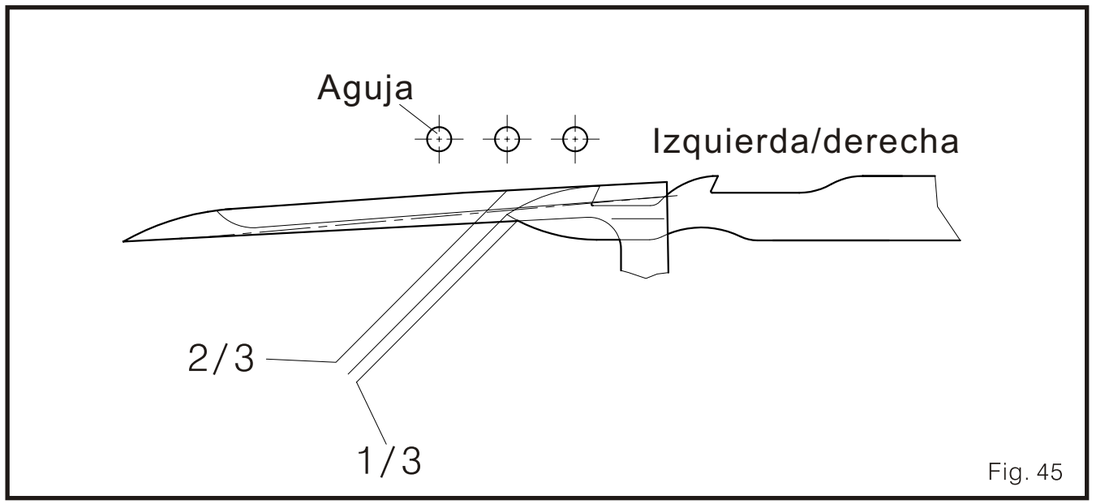

Fig. 45
(1) Cuando la aguja este en el punto mas alto. Y también el bucleador este en el punto muerto izquierdo, la posición frontal/posterior de la cuchilla inferior es aproximadamente 1/3 del grosor del bucleador (Fig.45).